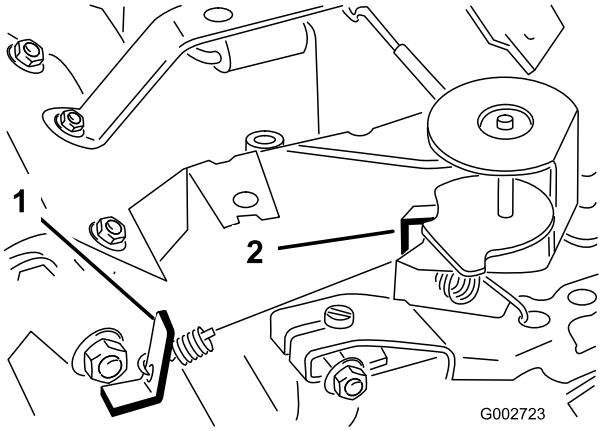

Figuur 38
3. Buig het ankerlipje van de veer voor het afgeregelde stationair toerental (Figuur 38) totdat het stationair toerental 1725 +50 tpm bedraagt. Controleer het toerental met een toerenteller.
5. Zet de gashendel op Snel. Buig het ankerlipje van de veer voor het hoge toerental (Figuur 38) totdat het hoge toerental 3400 ±50 tpm bedraagt.